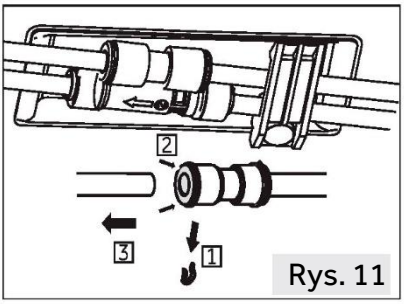

Rys. 11
1. Zwolnij lewą stronę dwóch złączy wodnych w lewym przednim rogu na dole urządzenia: naciśnij i przytrzymaj kołnierz, jak pokazano, i wyjmij rurę wodną. (rys. 11).